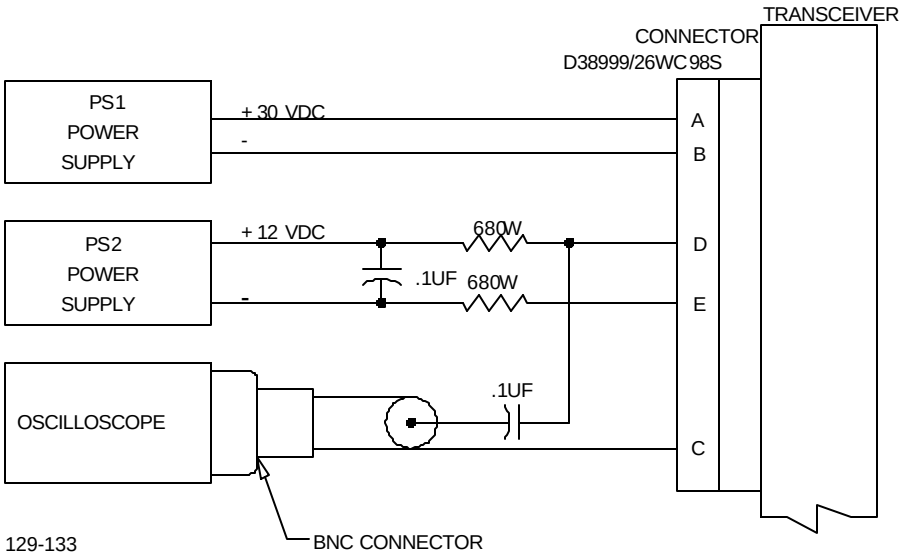
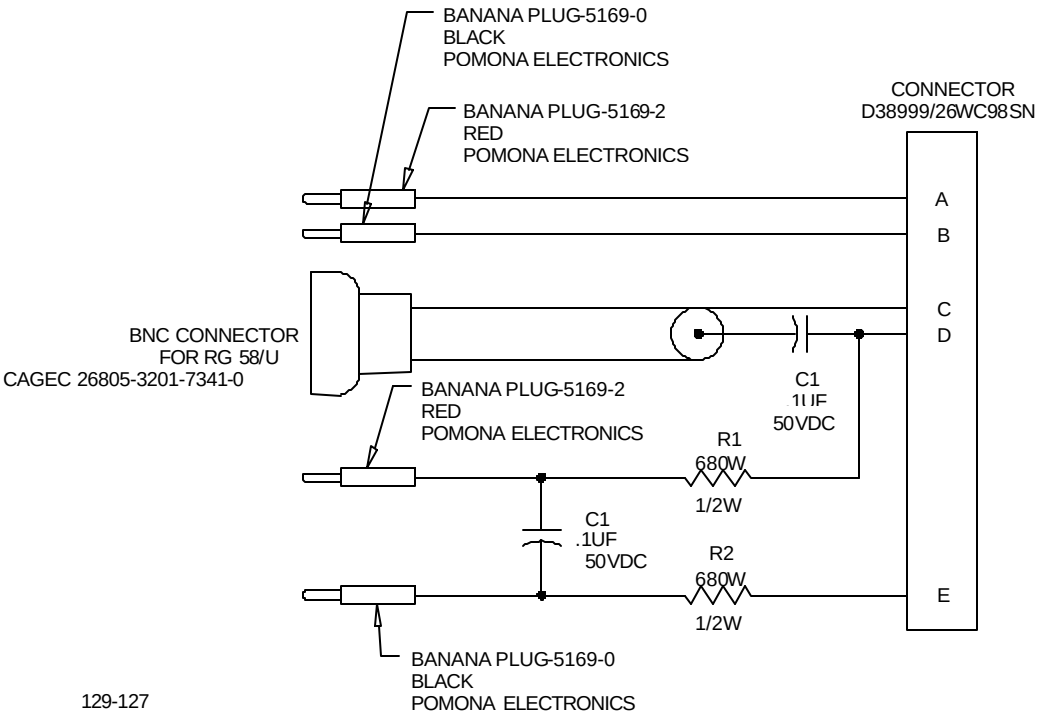

Figure 3-10. Transceiver Assy Test Set-up
Figure 3-11. Transceiver Assy Test Harness, P/N WA6709097-0
The test setup for the Transceiver Assy is as shown in Figure 3-10. The Transceiver Assy is connected using a test cable as shown in Figure 3-11. This test cable shall be locally manufactured using the components defined in Figure 3-11.
a. Using test cable, connect Transceiver Assy as shown in **Figure 3-10.**
b. Connect Transceiver Assy IAW **Figure 3-10** using test cable as shown in Figure 3-11.